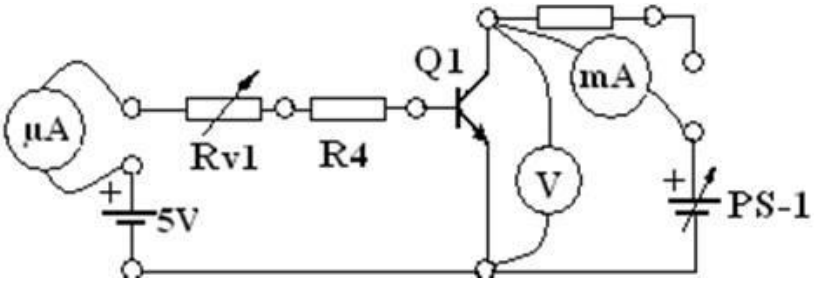

Рисунок 3.4 – Схема для снятия семейства выходных характеристик биполярного транзистора при заданных токах базы
3.2.12 Собрать схему для снятия выходных характеристик $I_к = f(U_{кэ})$ транзистора при фиксированных токах базы (рисунок 3.4).